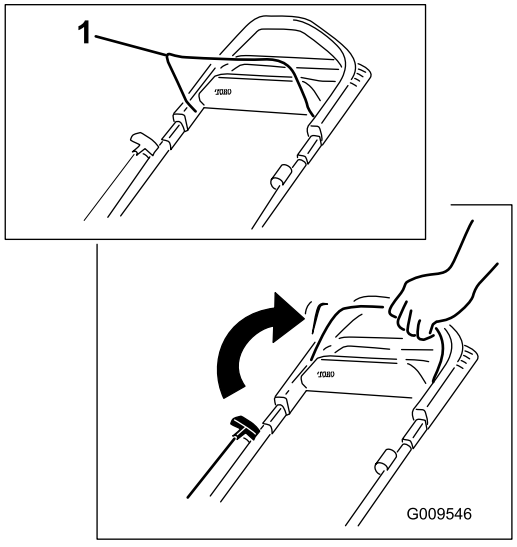

**Figuur 10**
1. Houd de bedieningsstang van het maaimes tegen de handgreep (Figuur 10).